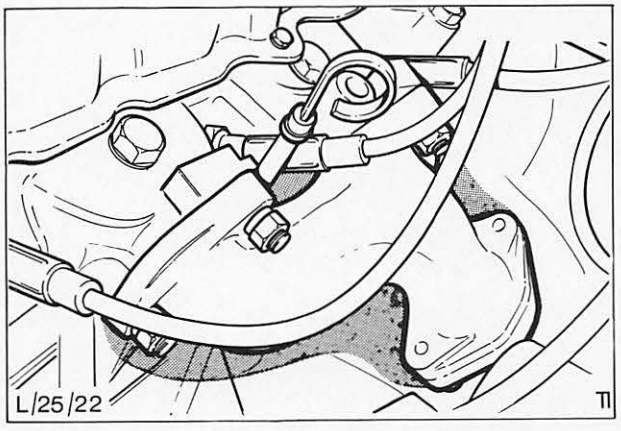

Abb. 25 Verbindungsstelle – linker Auspuffkrümmer
2. Beide Muttern entfernen und Vorderrohr vom Krümmer lösen, Abb. 25.